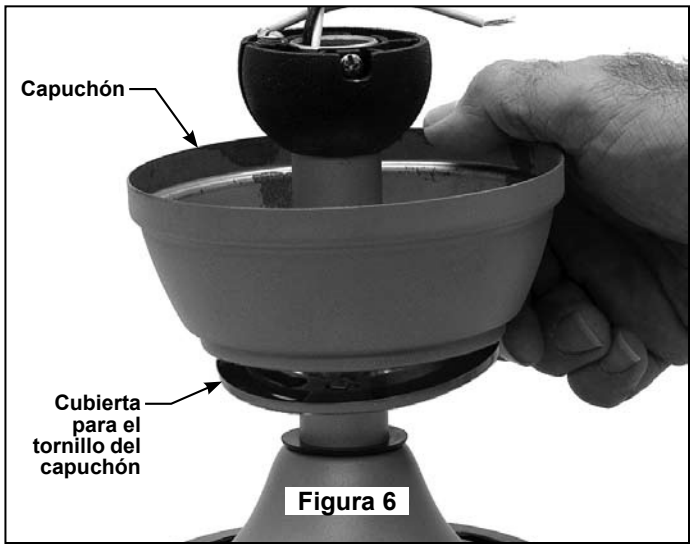

Figura 6
7. Pase los cables y el cable de soporte a través de la cubierta de unión del motor y la cubierta para el tornillo del capuchón y el capuchón. Coloque la cubierta para el tornillo del capuchón y el capuchón sobre el ventilador con el lado abierto apuntando hacia arriba. (Figura 6)
10. Deslice la cubierta de unión del motor hacia abajo hasta que toque la parte superior de la caja. (Figura 6)